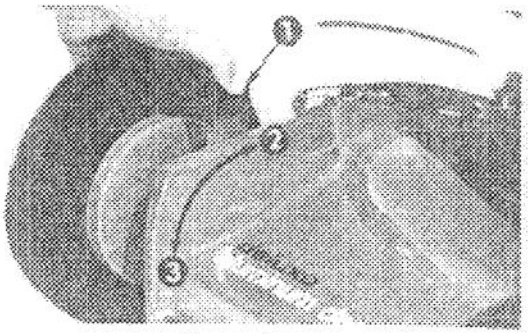

Figure 9
Height-of-Cut Adjuster (Fig. 9) – Height-of-cut is adjustable to one of six approximate settings; 1/2 inch, 1 inch, 1-1/2 inches, 2 inches, 2-1/2 inches, or 3 inches (13, 25, 38, 51, 64 or 76 mm). In addition, front wheels have a 5/8 inch (16 mm) setting that can be used with the 1 inch (24 mm) rear wheel setting. When cutting thatch or heavy, thick grass, raise rear wheel one setting above the front wheel setting to assure optimum power to the blade.
2. Place thumb against height-of-cut adjuster and fingers on outside of wheel (Fig. 9).